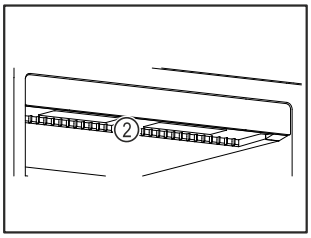

Fig. 10
- ❑ Păstrați libere fantele de ventilație *Fig. 10 (2)* ale suflantei de recirculare a aerului din interior.